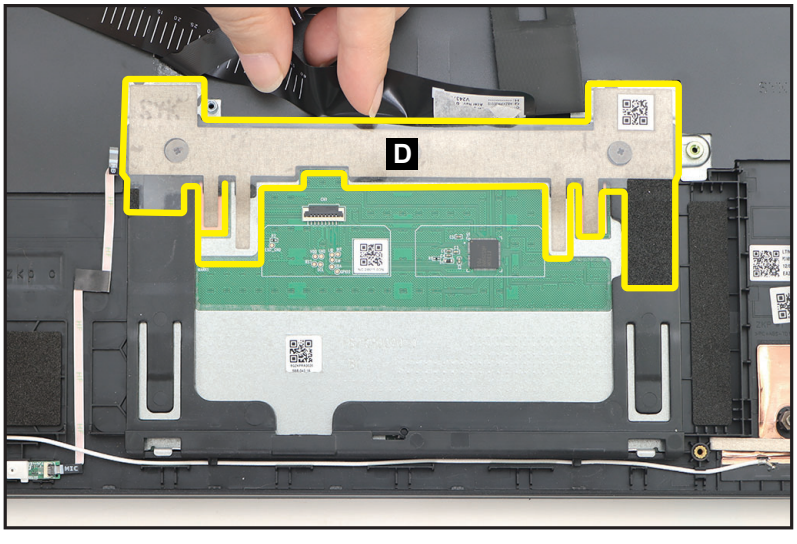

Figure 1-49. Touchpad Module Removal
5. Detach the conductive tape with insulator mylar (D) from the touchpad module and top assembly (Figure 1-49).